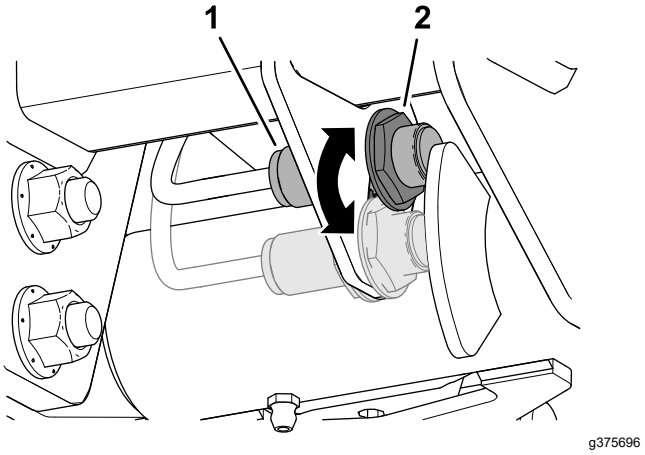

Figuur 86
3. Draai de contramoer los waarmee de schakelaar van de hefarm bevestigd is aan de schakelaarplaat (Figuur 86).